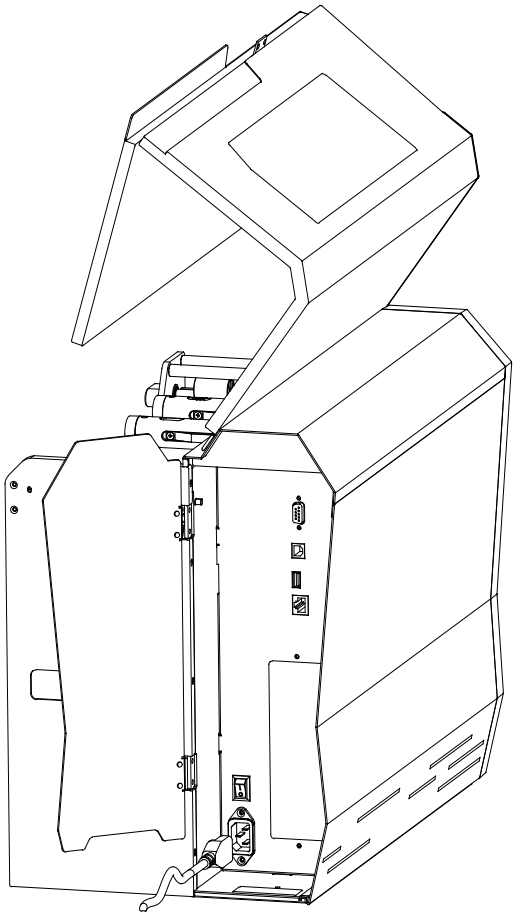

Figure 2-8 Connect the Power Cord
2. Plug the female end of the power cord into the AC Port on the back of the printer. See Figure 2-8.